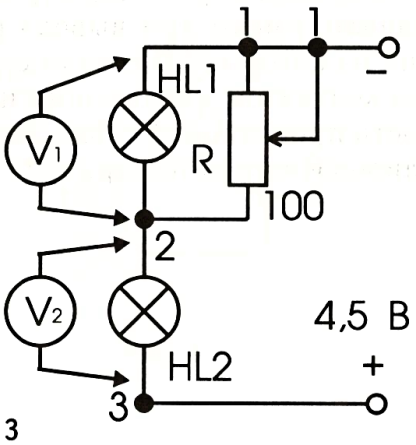

Рис. 3
1. Смонтируйте электрическую цепь по рис. 3.
4. Поставьте движок резистора в положение, обеспечивающее максимальное сопротивление (верхнее на рис. 3). Запишите показания вольтметра и яркость горения ламп.
5. Передвиньте движок резистора в положение, обеспечивающее наименьшее сопротивление (нижнее на рис. 3). Запишите показания вольтметра и уровень яркости ламп.